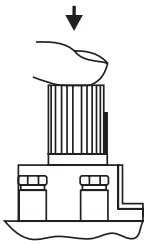

Рис. 8.
7.1. Установка ручки управления в требуемое положение производится путем легкого нажатия и поворота в нужное положение (рис. 8).